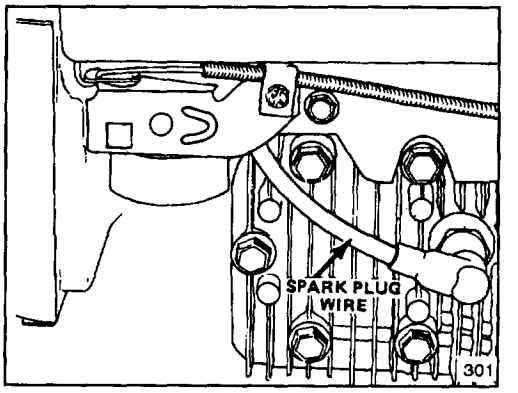

Figure 12
2. Push spark plug wire onto spark plug (Fig. 12). Move wheel drive control to DISENGAGE (self-propelled model only). Move throttle to CHOKE. Hold control bar against handle. Pull fingertip starter (Figs. 5 & 6) out until positive engagement results; then pull vigorously to start the engine. Regulate throttle as desired when engine starts.
1. Stop the engine and pull the wire off the spark plug (Fig. 12).
1. Stop engine and pull wire off spark plug (Fig. 12).